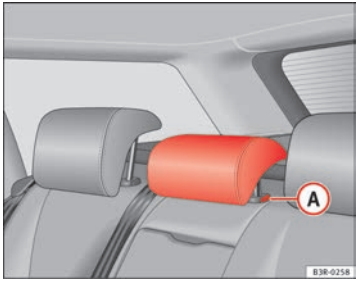

Fig. 114 Centre rear seat: Head restraints
– Press button (A) ⇒ fig. 114 and lower the head restraint.
– Press button (A) ⇒ fig. 114 and pull out the head restraint.